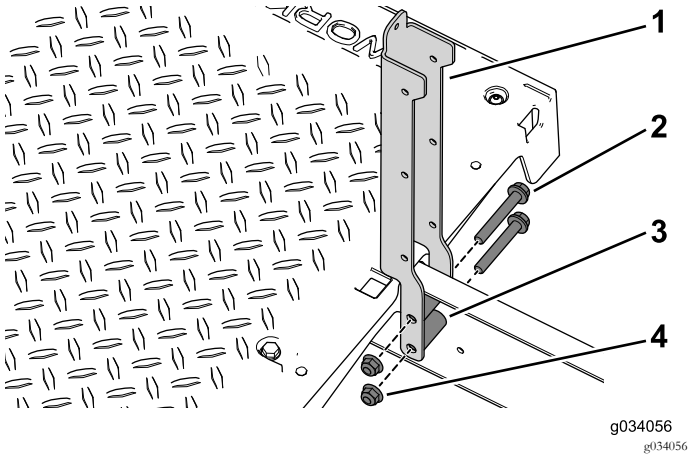

Figur 39
3. Fäst vänster och höger sätesstöd på maskinen med fyra flänsskruvar (3/8 x 2 1/2 tum), distansbrickor och flänsmuttrar (Figur 39).